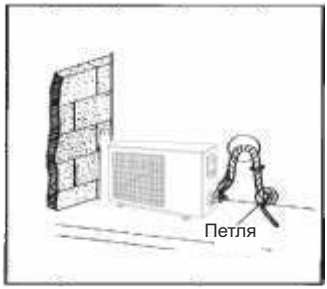

Рис. 4.17
(2). Если наружный блок расположен выше внутреннего блока (См. Рис. 4.17)